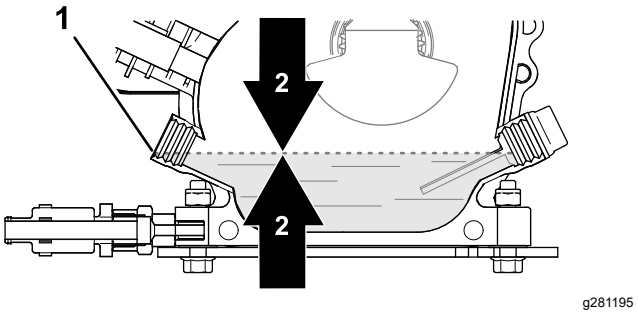

Рисунок 28
4. Проверьте уровень масла (Рисунок 28).